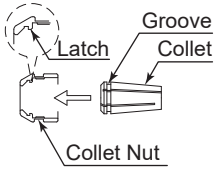
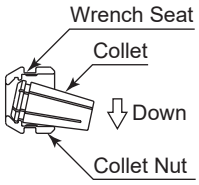

Fig. 5
Fig. 6
① Hold the collet nut in one hand, and install the collet. (Fig. 5)
If the collet is difficult to install, tilt the collet to one side when inserting it, so that the tabs can more easily be seated in the groove. (Fig. 5, Fig. 6)